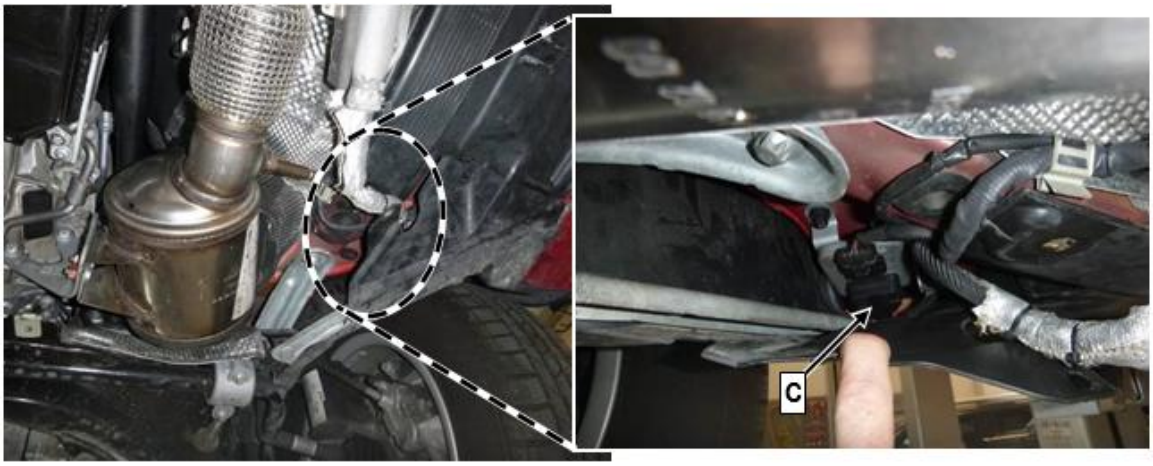

Figure 6
8. Loosen the wheel arch fairing on the lower right in order to remove the NOx sensor control unit for the NOx sensor **(C, Figure 6)** after DPF **(AR14.40-P-2038CD).**